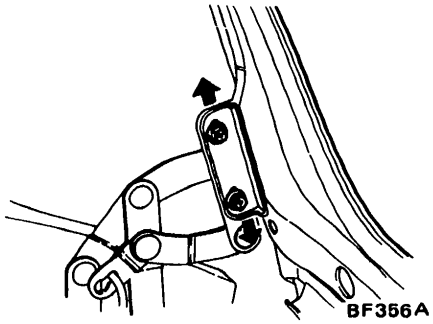

Fig. BF-20 Adjusting hood attaching bolts
1. Adjust hood fore and aft by loosening bolts attaching hood to hinge and repositioning hood. See Figure BF-20.